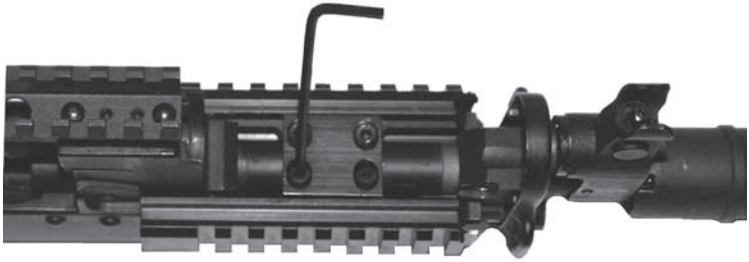

Rys. 71. Demontaż zintegrowanego zespołu łoża z nakładką z szynami – odkręcanie wkrętów
- trzymając łoże wykręcić 4 wkręty mocujące za pomocą klucza imbusowego nr 3. Po odkręceniu wkrętów wyjąć zacisk łoża (rys. 71).